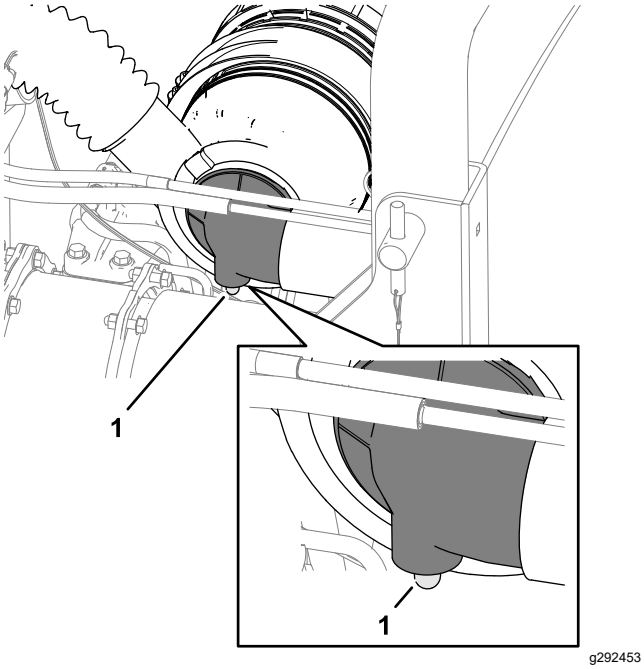

Figur 51
2. Kontroller indikatoren for blokering af luftfilteret (Figur 51).
Bemærk: Efterse primærluftfilteret, når indikatoren for filterblokering (Figur 51) lyser rødt. Hyppig udskiftning af luftfilteret øger risikoen for, at der trænger snavs ind i motoren, når filteret afmonteres.